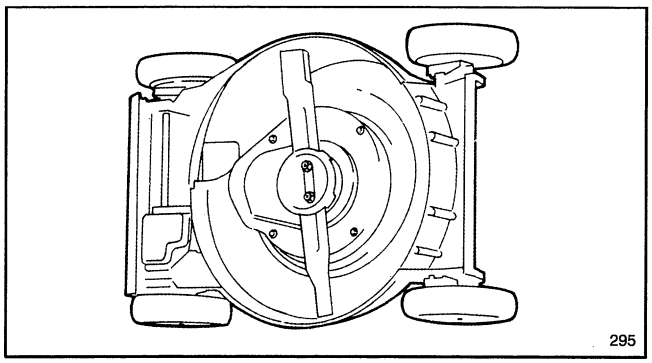

Figure 35
3. Tip mower on its left side (Fig. 35).